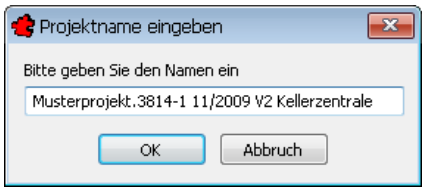

Bild 17.23 – Projektname der Rückgabedatei
- Jetzt fragt TRIC nach dem *Projektnamen*, der im Rückgabearchiv gespeichert werden soll. Als Vorgabe schlägt TRIC den Projektnamen des Teilprojektes vor (Abb. 17.23).